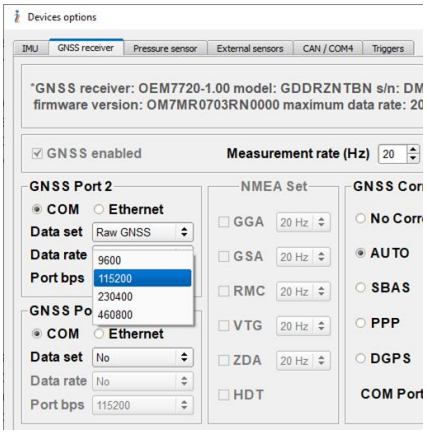

**Fig. 4.7.**
- **Port bps** – allows the user to set the baud rate of the port 2 for output GNSS data. The user can select the needed port baud rate in the drop-down list (see Fig. 4.7). Default value is “115200”. If GNSS raw data are chosen for port 2 output, then it is necessary to set the same COM-port baud rate in the GNSS_Reader program for raw GPS data recording (see section “12.1. Recording of Raw GNSS Data” for more details).